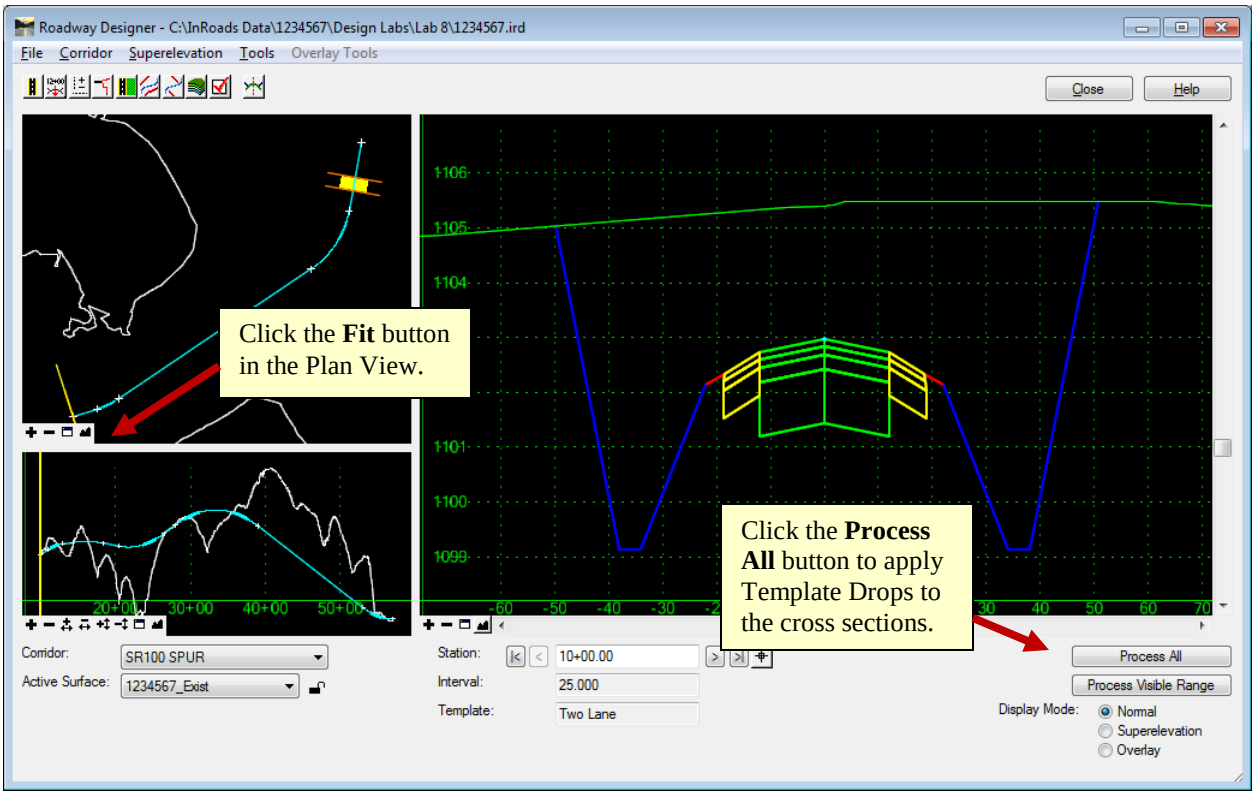

Figure L8-20 Roadway Designer
27.	**Process the Template Drops.** • In the **Roadway Designer** Plan View, click the **Fit** button ( ) as shown in *Figure L8-20* to fit the view. ***NOTE:** *The Plan, Profile and Cross Section Windows of the Roadway Designer can all be resized to your preference by holding your cursor over the edges of the windows and dragging. Try it.* • In the **Roadway Designer** Cross Section View, click the **Fit** button ( ) or zoom in so that your view appears similar to *Figure L8-20*. • Click the **Process All** button. • If a **Results** window opens, click **Close** to close the **Results** window.